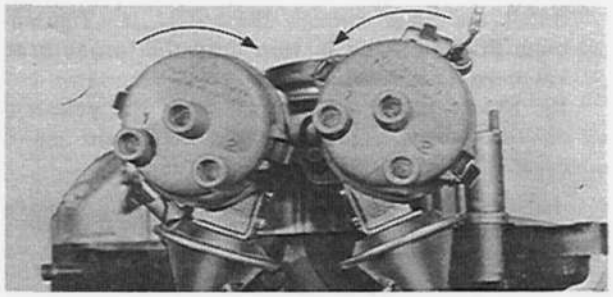

Fig. 1–14 Adjusting of ignition timing
24. Rotate each distributor slightly in the direction shown in Fig. 1–14 and stop it when the contact points start to separate. Then, tighten the lock nut for each distributor.